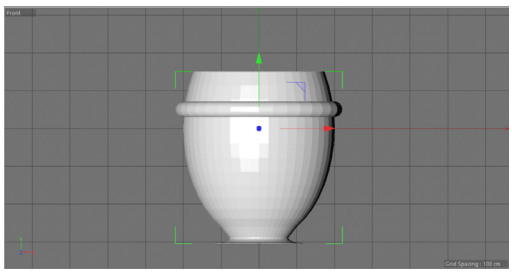

Figure 3-81 *Voxel objects smoothened*
7. Select *Volume Builder* in the Object Manager. In the Attribute Manager, make sure the **Object** button is chosen. In the **Object Properties** area, enter **1** in the **Voxel Size** spinner; *vase* and *ring* are smoothened, refer to Figure 3-81.